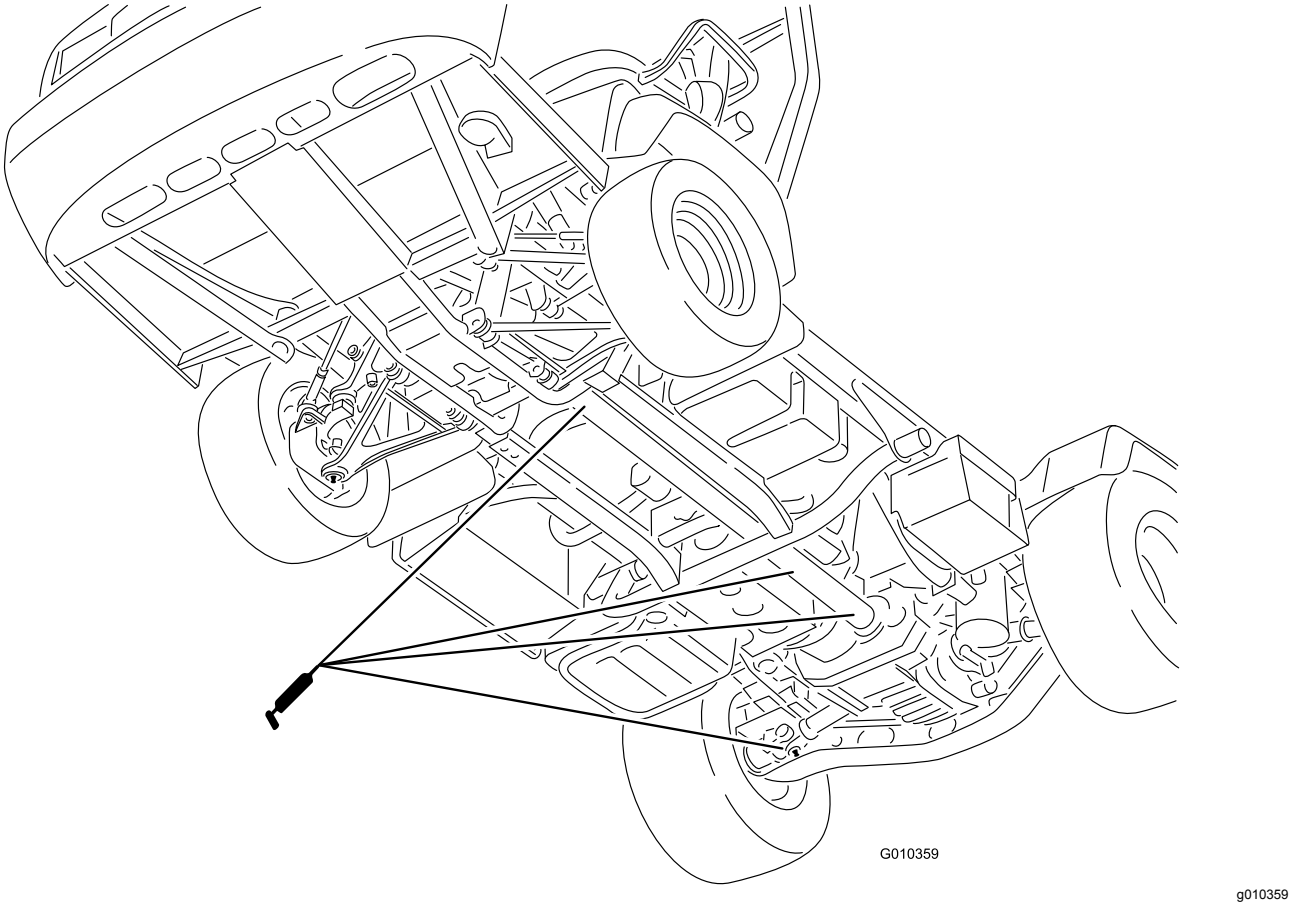

**Bild 32**
- **U-Gelenk (18)**, siehe Bild 32
- **Vierradantriebswelle (3)**, siehe Bild 32